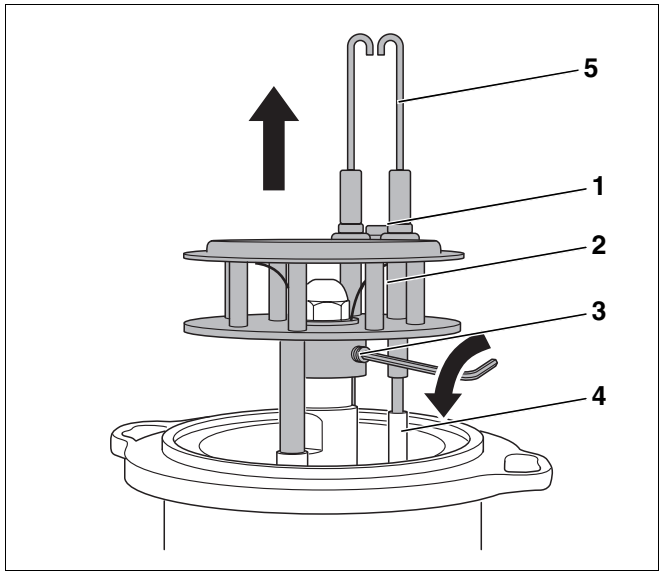

Afb. 34 Mengsysteem demonteren
- Draai de schroef (afb. 34, **pos. 1**) tussen de ontstekingselektroden los.
- Trek de ontstekingsleidingen (afb. 34, **pos. 4**) los.
- Demonteer de ontstekingselektrode (afb. 34, **pos. 5**).
- Draai de stifttap (afb. 34, **pos. 3,** pagina 31) los en trek het mengsysteem (afb. 34, **pos. 2**, pagina 31) naar boven toe eraf.